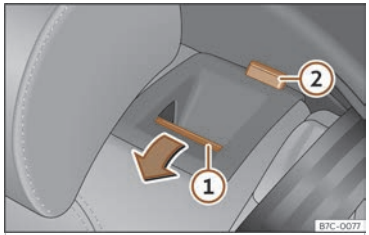

Fig. 86 Rear seat: folding down the backrest.
- Press the unlock button ››› **Fig. 86** ① forwards and at the same time fold the backrest down. The rear seat backrest is not engaged when the red marking of the button ② is visible.